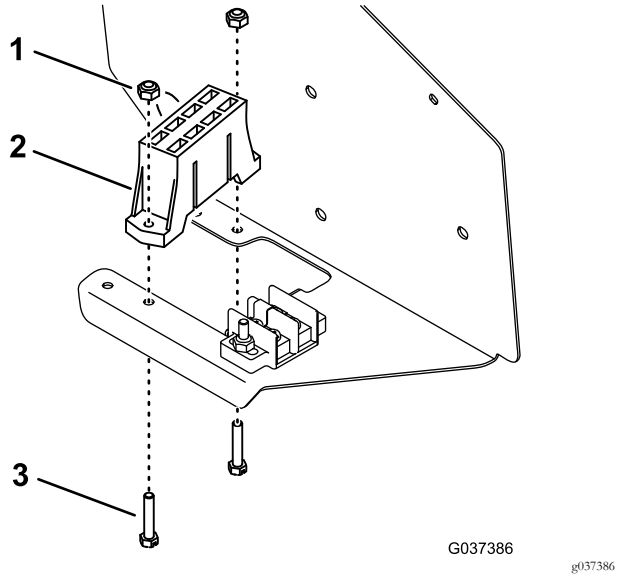

Figure 9
5. Fixez le porte-fusibles au bas du panneau de commande, près du porte-fusibles existant, à l'aide de 2 vis et 2 contre-écrous (Figure 9).
Remarque: Montez les vis par la face inférieure du panneau, comme illustré à la Figure 9.